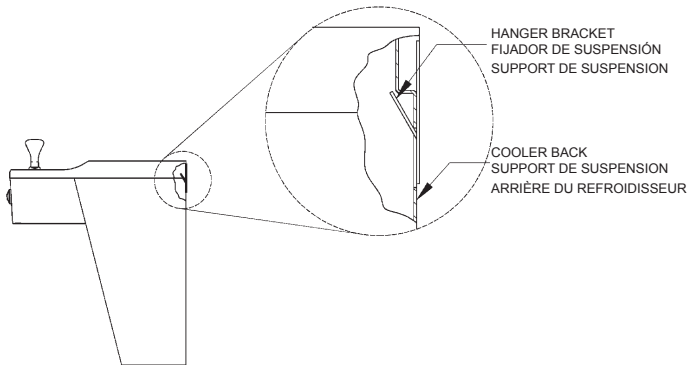

Fig. 3
4) Hang the cooler on the hanger bracket. Be certain the hanger bracket is engaged properly in the slots on the cooler back as shown in Fig. 3.
5) Loosen the two (2) screws holding the lower front panel at the bottom of cooler base and two (2) screws at the top. Remove the front panel and set aside.
4) Installez le refroidisseur sur les supports en vous assurant que ceux-ci sont bien installés dans les fentes à l'arrière du refroidisseur tel qu'indiqué à la figure 3.
5) Dégagez les deux (2) vis retenant le panneau inférieur avant au bas de la base du refroidisseur ainsi que deux (2) vis sur le dessus. Retirez le panneau avant et mettez-le de côté.